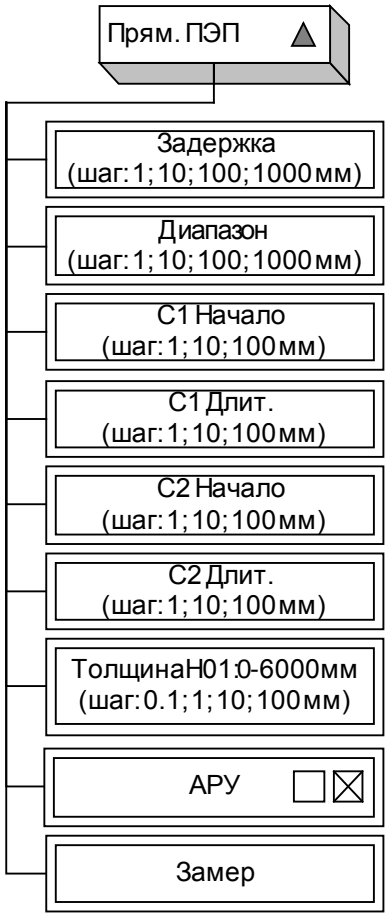

Рисунок 25 – Подменю «Прямые ПЭП»
6.3.1.7.7.1 Пункт «**Прямые ПЭП**»: открывает подменю для калибровки прямых типов ПЭП и содержит пункты (рисунок 25):